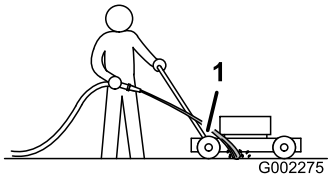

Figur 39
3. Håll vattenslangen i nivå med handtaget och rikta vattenstrålen mot marken precis framför det **högra** bakhjulet (Figur 39).